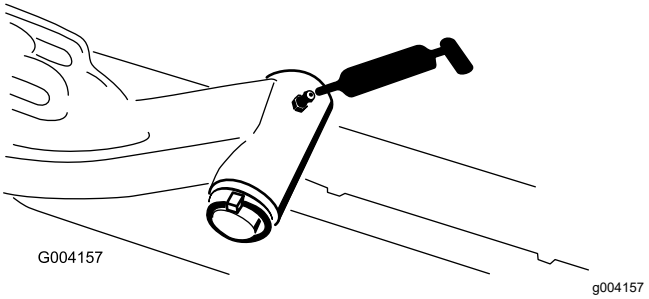

**Figuur 73**
- Draaias van hefarm (1) (Figuur 73)